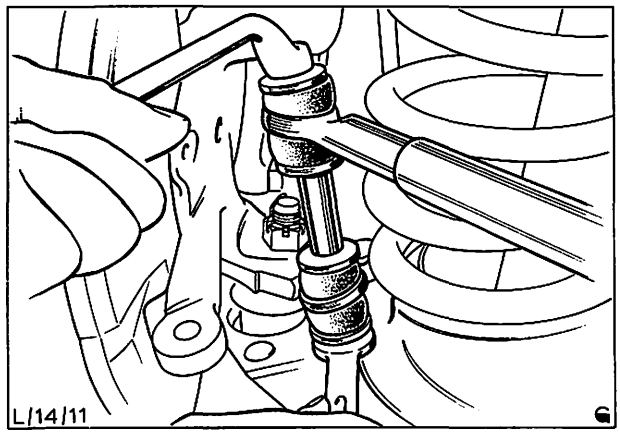

Abb. 21 Anziehen der Schraube des Verbindungsgestänges
27. Schrauben, Unterlegscheiben und Verbindungsgestänge an Stabilisator und unterem Querlenker anbauen und Muttern auf 10 bis 12 Nm (1,0 bis 1,3 kpm) festziehen, Abb. 21.